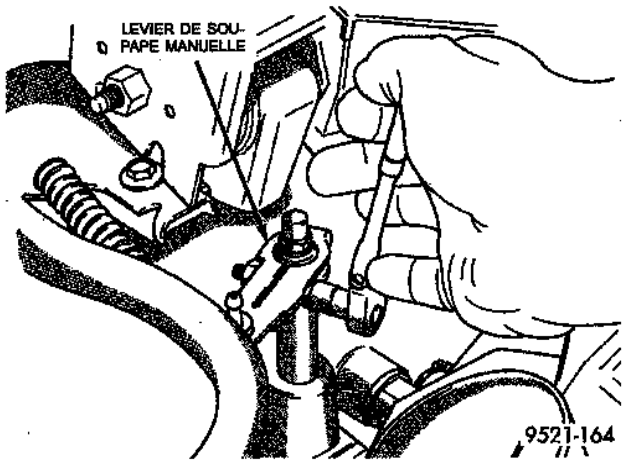

*Fig. 13 Levier de soupape manuelle (levier de sélection)*
(2) Desserrer le boulon de montage du levier (Fig. 13). Ne pas déposer le boulon (c'est superflu).
(3) Tirer sur le levier et le déposer.